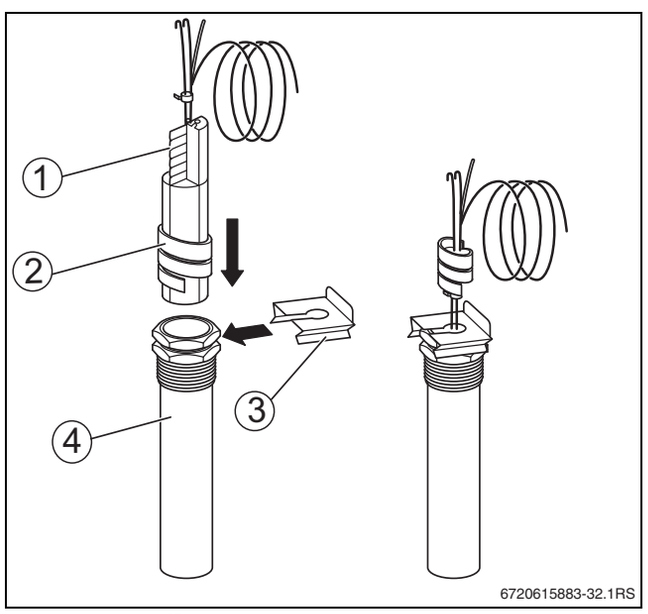

Bild 28 Kunststoffspirale in Tauchhülse einsetzen
- ▶ Temperaturfühlerpaket mit einer Fühlersicherung [3] in der Messstelle [1] sichern (→ Bild 28, Seite 28).
Die Kunststoff-Spirale [2] zum Zusammenhalten der Temperaturfühler schiebt sich beim Einstecken automatisch zurück (→ Bild 28, Seite 28).
Um den Kontakt zwischen der Tauchhülse [4] und den Fühlerflächen zu gewährleisten und somit eine sichere Temperaturübertragung herzustellen, muss die Ausgleichsfeder [1] zwischen den Temperaturfühlern eingeschoben sein (→ Bild 28, Seite 28).